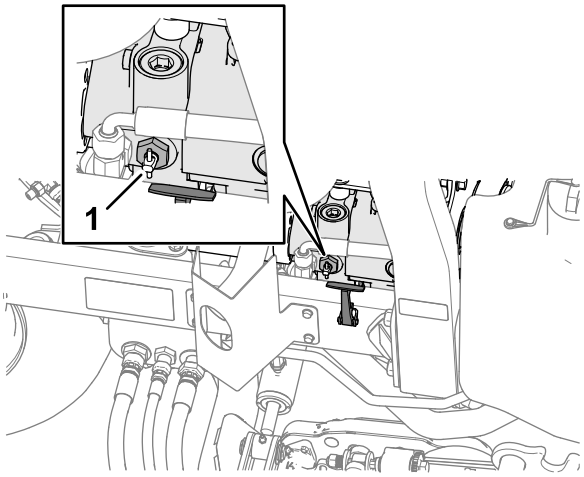

Figur 51
2. Drej håndtaget til omløbsventilen på pumpen i nærheden af den højre motorhjelmslås (Figur 51), og drej ventilen 90°.